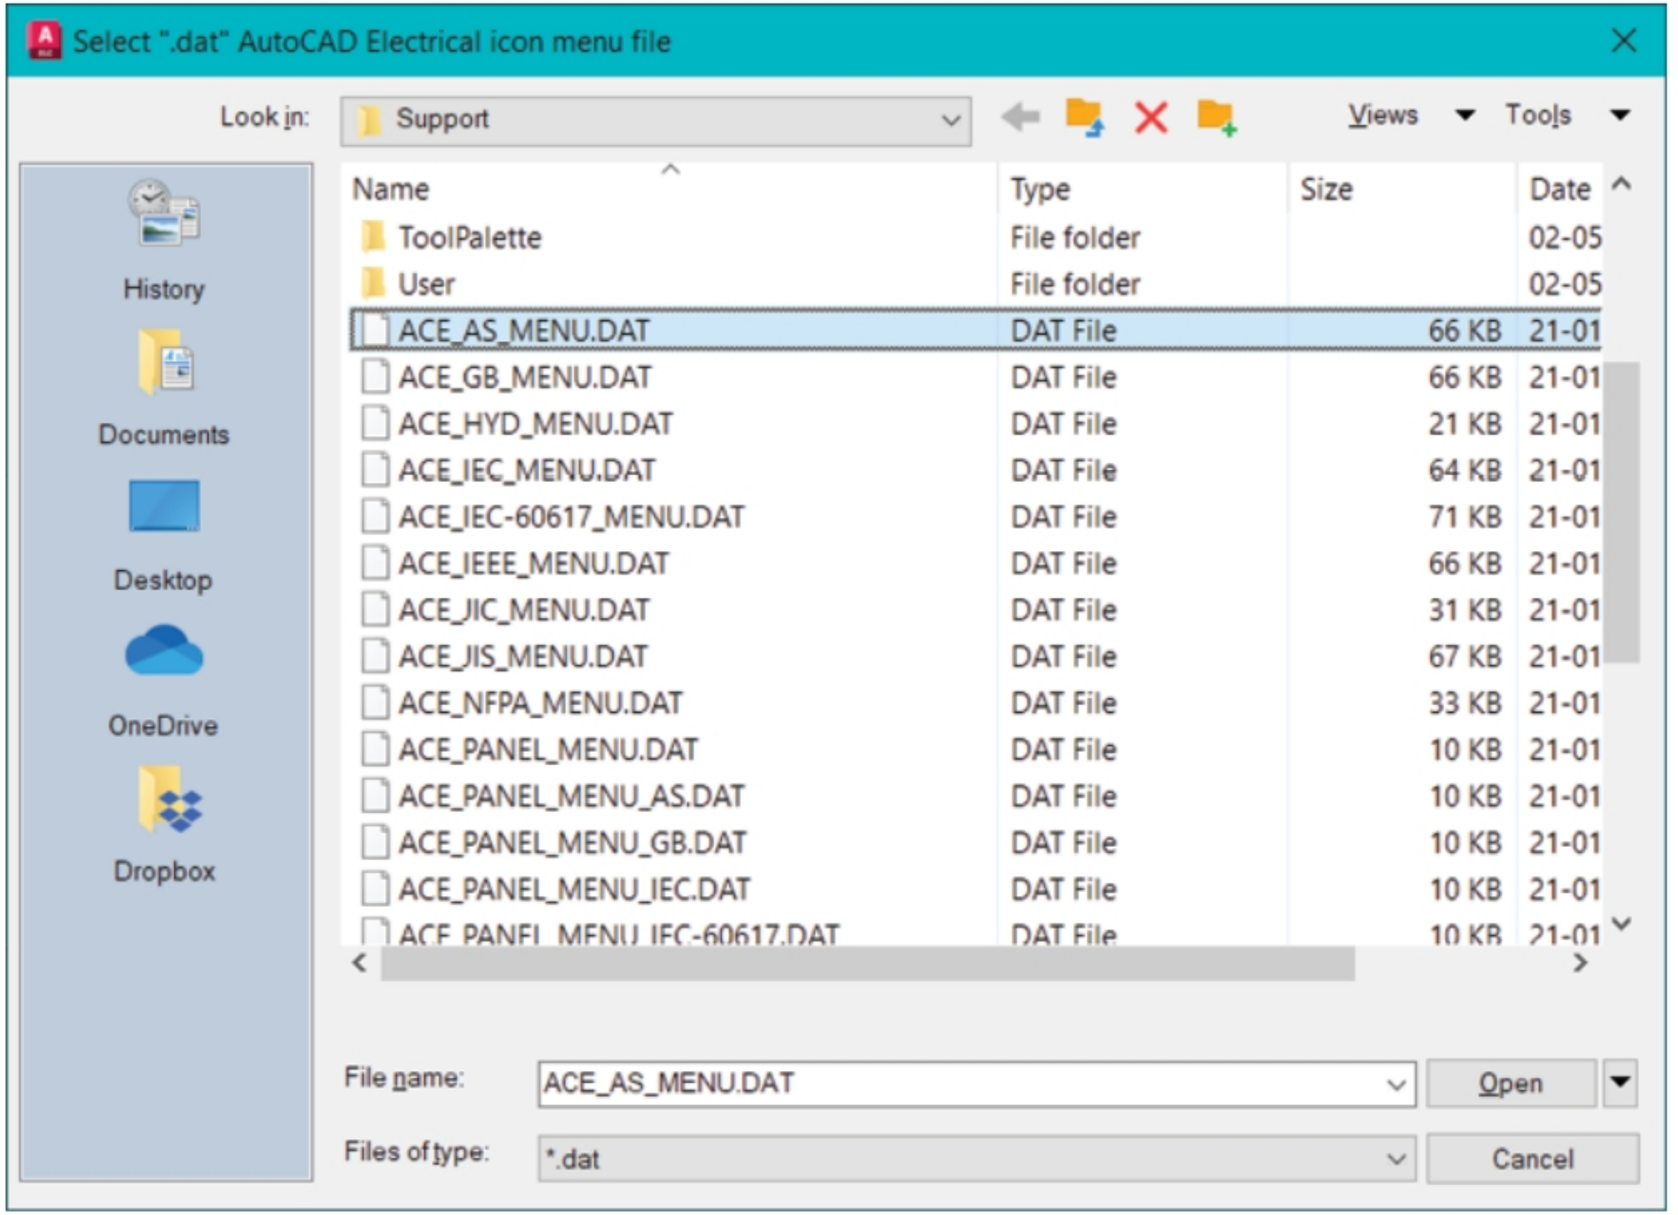

Figure-6. Select ".dat" AutoCAD Electrical icon menu file dialog box*
- Click on the **Browse** button and select the data file for selected libraries from the **Select ".dat" AutoCAD Electrical icon menu file** dialog box; refer to Figure-6.